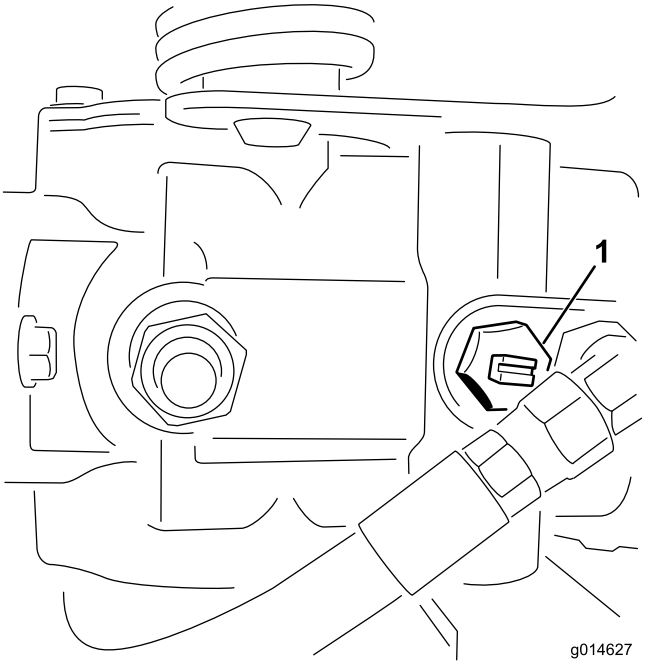

Figuur 39
1. Ga naar de omloopklep op de pomp en draai deze zodat de sleuf verticaal staat (Figuur 39).
2. Voordat u de motor start, moet u de omloopklep sluiten door deze zo te draaien dat de sleuf horizontaal staat (Figuur 39). U mag de motor niet starten als de klep open is.